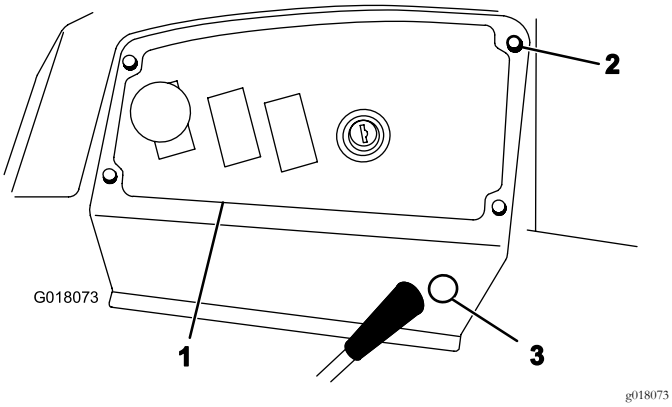

Figura 2
1. Retire los 4 tornillos de mariposa que sujetan la chapa del panel de control a la máquina (Figura 2).
6. Retire el tapón del lateral de la chapa del panel de control (Figura 2).